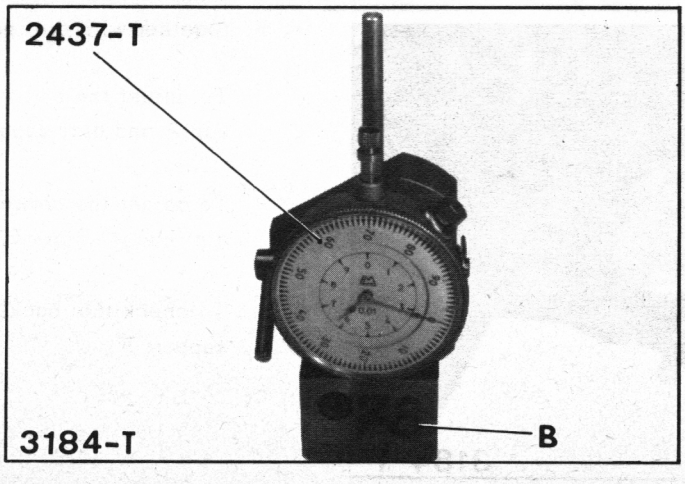

Figure 4
b) Fit the cap A of assembly 3184-T as shown in figure (3). Hold in place with the screw « a » screwed into the plastic cap (1).
d) Fit dial gauge 2437-T on support B. Place the support on a surface-plate (see figure 4).